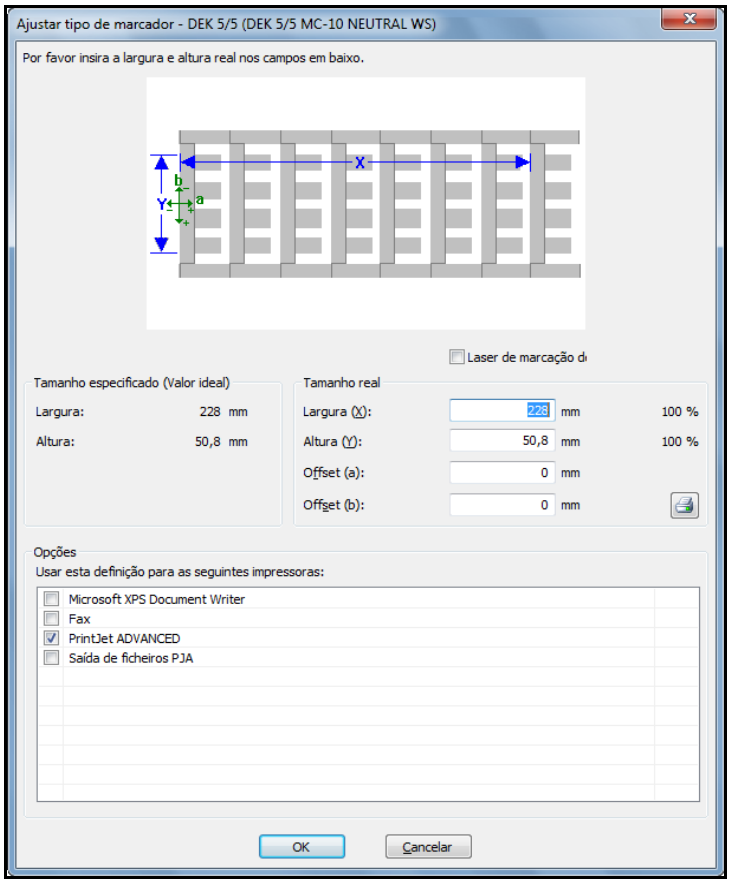

Figura 105 Ajustar o tipo de marcador
Para ajustar, é necessário alterar o valor de "Desvio (a)" na janela "Ajustar Tipo de Marcador" (consulte Figura 105 Ajustar o tipo de marcador).
Para ajustar, é necessário alterar o valor de "Desvio (b)" na janela "Ajustar Tipo de Marcador" (consulte Figura 105 Ajustar o tipo de marcador).
Para ajustar, é necessário subtrair o valor medido (1 mm neste exemplo) do valor real de "Largura (X)" na janela "Ajustar Tipo de Marcador" (consulte Figura 105 Ajustar o tipo de marcador).
Se a impressão se desviar mais de um marcador para outro, do centro para a esquerda, é necessário adicionar o valor medido ao valor actual de "Largura (X)" na janela "Ajustar Tipo de Marcador" (consulte Figura 105 Ajustar o tipo de marcador).
Para ajustar, é necessário subtrair o valor medido (1 mm neste exemplo) do valor actual de "Altura (Y)" na janela "Ajustar Tipo de Marcador" (consulte Figura 105 Ajustar o tipo de marcador).
Se a impressão se desviar mais de um marcador para outro, do centro para baixo, é necessário adicionar o valor medido ao valor actual de "Altura (Y)" na janela "Ajustar Tipo de Marcador" (consulte Figura 105 Ajustar o tipo de marcador).